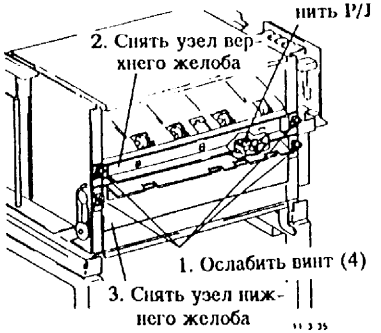

Рис. 4. Снятие узла нижнего/верхнего желоба
5. (Рис. 4): Снять узел нижнего желоба и узел верхнего желоба.